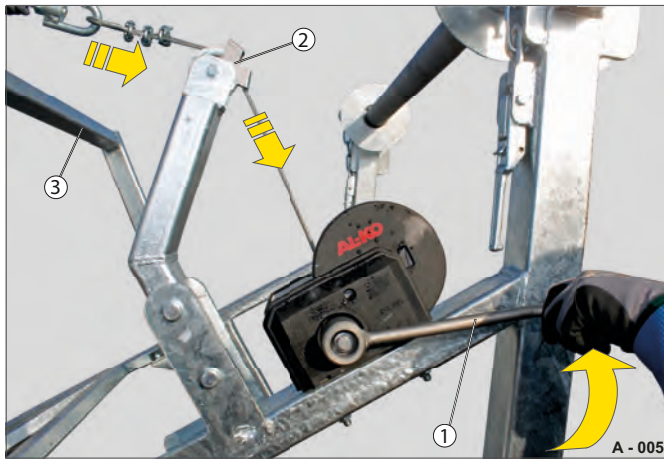

Fig. 24 Løftning af bremserammen
▶ Drej håndtaget (Fig. 24 /1) imod urets retning.
Wiren føres over omledningsrullen (Fig. 24 /2) og vikles op.
Bremserammen (Fig. 24 /3) løfter sig og trykker imod tromlen.